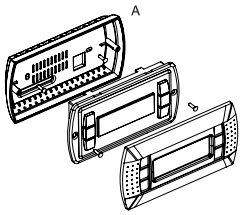

Fig. 2
Il montaggio a parete del terminale prevede l'iniziale fissaggio del retrocontenitore A (Fig. 2), per mezzo di una scatola standard a 3 moduli per interruttori.
- Appoggiare il frontale al retrocontenitore e fissare il tutto utilizzando le viti a testa svasata presenti all'interno dell'imballo come illustrato in Fig. 2;
The wall-mounting of the terminal first requires the back piece of the container A (Fig. 2) to be fitted, using a standard three-module switch box.
- *Rest the front panel on the back piece and fasten the parts together using the flush-head screws supplied in the packaging, as shown in Fig. 2;*